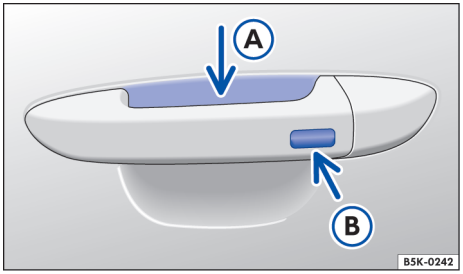

Fig. 52 Keyless Access: superfícies do sensor.
– Tocar o sensor → Fig. 52 Ⓐ na parte interna da maçaneta da porta do condutor ou da porta do passageiro dianteiro.
– Tocar na superfície do sensor → Fig. 52 Ⓑ na parte externa da maçaneta da porta do condutor ou da porta do passageiro dianteiro *uma vez*.
– Além disto, dentro de 5 segundos, tocar uma vez no sensor na parte externa da maçaneta da porta → Fig. 52 Ⓑ.
Para a **abertura de conforto** de todos os vidros elétricos empunhar a maçaneta da porta e manter pressionados, ao mesmo tempo, o sensor da parte interna da maçaneta → Fig. 52 Ⓐ e a superfície do sensor Ⓑ.
Para o **fechamento de conforto** de todos os vidros elétricos manter um dedo durante alguns segundos sobre a superfície do sensor → Fig. 52 Ⓑ no lado externo da maçaneta da porta do condutor ou do passageiro dianteiro.
Um forte jato de água ou de vapor pode ativar as superfícies dos sensores nas maçanetas se, ao mesmo tempo, uma chave do veículo válida estiver na área de aproximação. Se no mínimo um vidro estiver aberto e a superfície do sensor → Fig. 52 (B) em uma maçaneta da porta for ativada permanentemente, todos os vidros serão fechados. Se o jato de água ou de vapor se afastar brevemente da superfície do sensor → Fig. 52 (A) de uma maçaneta da porta e voltar a ser direcionado para ela, possivelmente todos os vidros se abrirão.